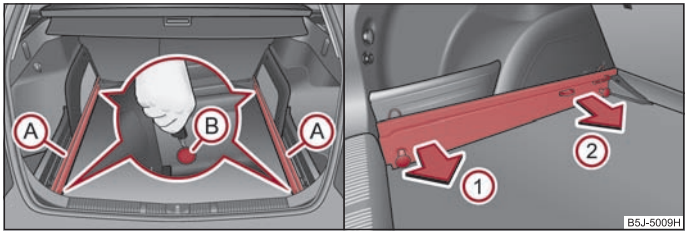

Fig. 63 Maletero: Aflojar los puntos de seguridad / retirar los carriles portantes
- Soltar los puntos de retención (B) en los rieles portantes con la llave del vehículo o con un destornillador plano ⇒ página 68, fig. 63.
- Debe asir las guías portantes (A) en la posición (1) ⇒ página 68, fig. 63 y soltarlas tirando de ellas en el sentido de la flecha. Para facilitar el desmontaje, puede sacar las bandejas portaobjetos extraíbles * ⇒ página 79, "Compartimentos guardaobjetos extraíbles* en el maletero".
- Debe asir las guía portantes (A) en la posición (2), soltarlas tirando de ellas en el sentido de la flecha y sacarlas.